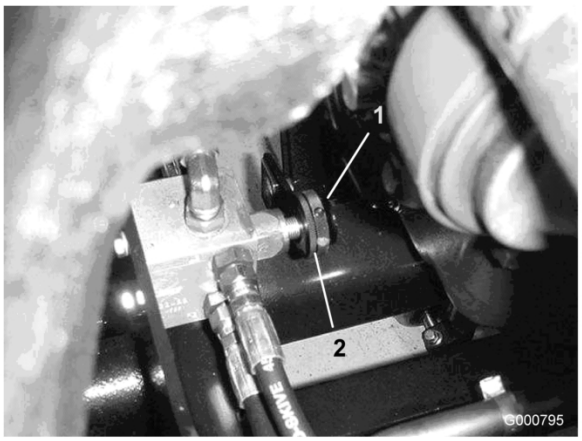

Figur 76
5. Find ventilen foran bagakslen til de bageste klippeenheder (Figur 76).
6. Løsn låseringen, der fastholder drejeknappen (Figur 76).